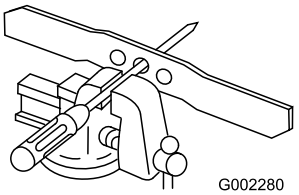

Figur 26
8. Använd fingret för att smörja packningen på det nya filtret med olja (figur 26).
1. Kontrollera knivens balans genom att lägga den med det mittersta hålet över en spik eller en skruvmejsel som fästs horisontellt i ett skruvstäd (Figur 26).